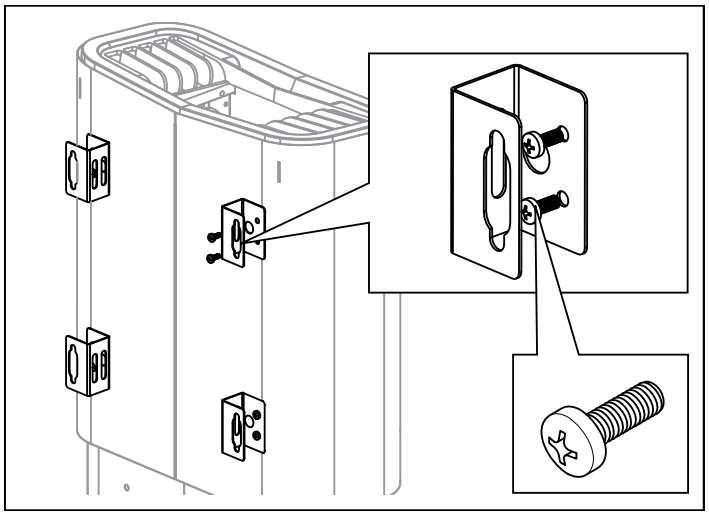

Abbildung 7: Montage der Halterungen an der Heizung
5. Lösen Sie die ersten beiden Schrauben auf der Rückseite der Heizung und schrauben sie eine der vier Halterungen daran fest. Wiederholen Sie den Vorgang, bis alle Halterungen montiert sind (siehe Abb. 7).